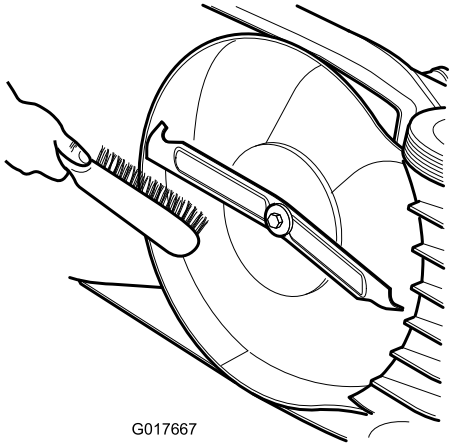

**Figure 16**
- Clean the underside of the mower housing. Remove dirt and grass clippings with a hardwood scraper/brush (Figure 16).